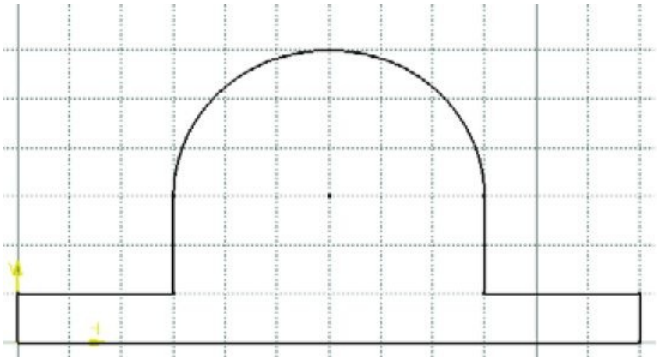

Figure 2-37 *The sketch after drawing the outer loop*
b. Draw the sketch of the model using the **Profile** and **Circle** tools, refer to Figures 2-37 and 2-38.
The sketch after drawing the outer loop is shown in Figure 2-37. In this figure, the